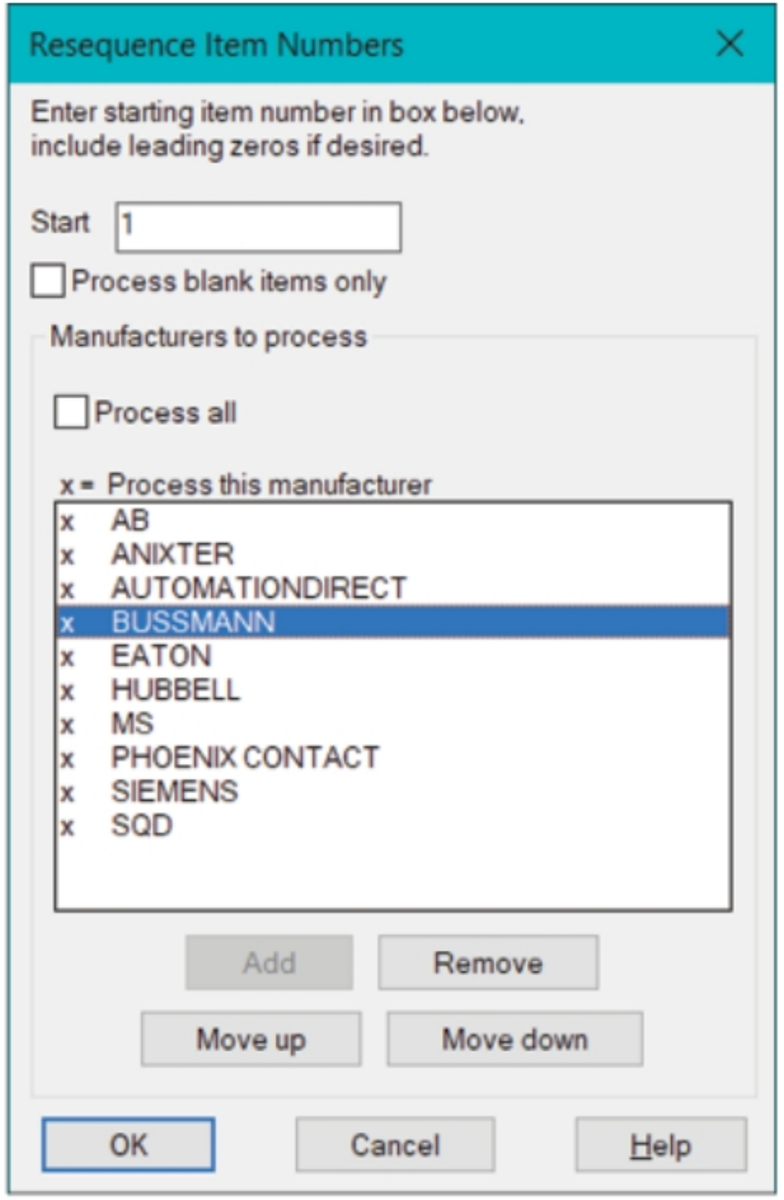

Figure-58. Resequence Item Numbers dialog box
- Click on the **Resequence Item Numbers** tool from the **Edit Footprints** panel. The **Resequence Item Numbers** dialog box will be displayed; refer to Figure-58.